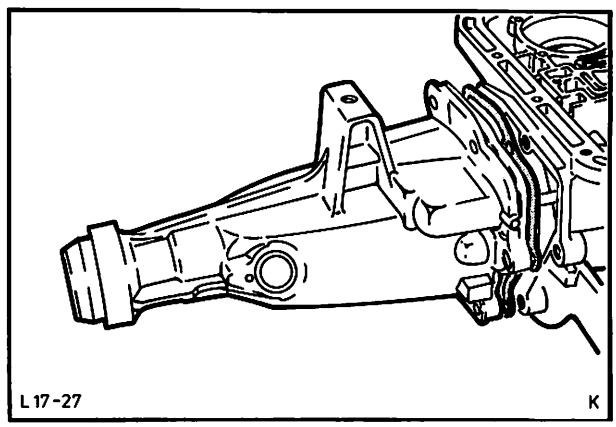

Abb. 52 Getriebeverlängerung entfernen
14. Schrauben – Getriebeverlängerung (6) entfernen. Verlängerung mit Dichtung abnehmen. Abb. 52. Rückholfeder mit Parkklaue abbauen, Lagerbolzen aus der Getriebeverlängerung ausbauen.